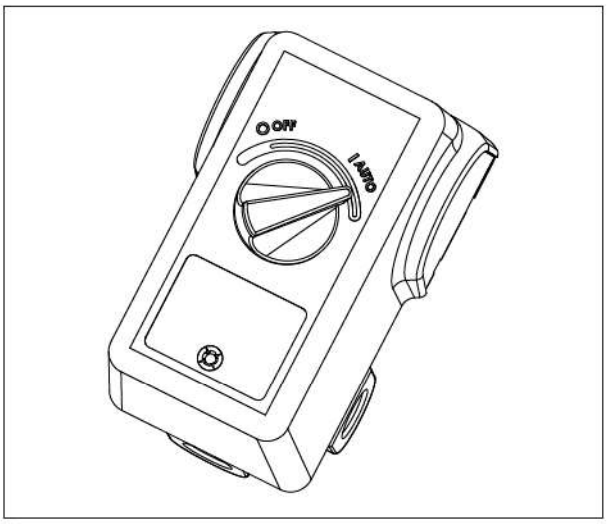

Figura 7
4. Mueva el interruptor de presión a la posición de **AUTOMÁTICO** para hacer funcionar la unidad (consulte la figura 7).
5. Haga funcionar la unidad por treinta (30) minutos a cero (0) psi (sin carga) para asentar las partes de la bomba.
7. Cambie el aceite después de las primeras cincuenta (50) horas de funcionamiento. Después cambie el aceite cada tres (3) meses o doscientas (200) horas de operación, lo que ocurra primero.